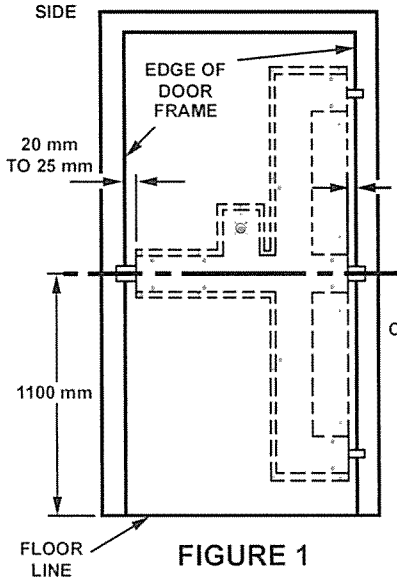

FIGURE 1
1. Mark centreline of Lock across inside of door at desired height (nominally 1000mm from floor to centreline of Handle). (Fig. 1)
2. Position Lock onto door at pre-determined height & such that the clearance between Lock Body & edge of door is approximately 5-10 mm at opening side & 20-25mm at hinge side. (Fig. 1 & 2) Fix Lock to door using all self-tapping screws.